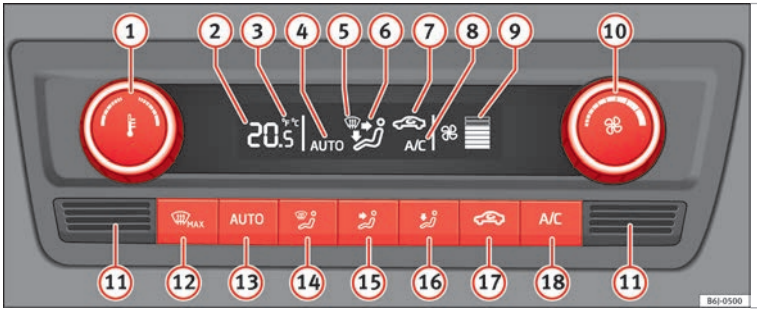

Fig. 155 Climatronic: controls.
- A/C (18) ››› **Fig. 155** switched on.
The corresponding function will be switched on when a button is pressed, turning on the air conditioning if it was switched off, with the exception of button (17) ››› **Fig. 155** (recirculation).
- Turn control (10) to the left until the segments of column (9) ››› **Fig. 155** switch off.
- Press the AUTO button (13) ››› Fig. 155.
Keep the AUTO and A/C ››› Fig. 155 buttons held down for **2 seconds** at the same time. The data is displayed on the screen in the units required.
- **The interior temperature sensor (11) ››› Fig. 155 is at the bottom. Do not cover it with stickers or the like, as this could have a negative effect on Climatronic operations.**
- Press the AUTO button (13) ››› Fig. 155 and **AUTO** displayed on the screen.
- When you switch on the ignition, control (1) ››› Fig. 155 can be used to set the required interior temperature.
- Press button (17) ››› Fig. 155 and the symbol is displayed on the screen.
- Press button (17) ››› Fig. 155 and the symbol disappears from the screen.
- Turn control (10) ››› Fig. 155 counter-clockwise (to lower the speed) or clockwise (to increase the speed).
- Press the button [MAX] (12) ››› Fig. 155.
- Press button [MAX] (12) ››› Fig. 155 several times or press the [AUTO] button.